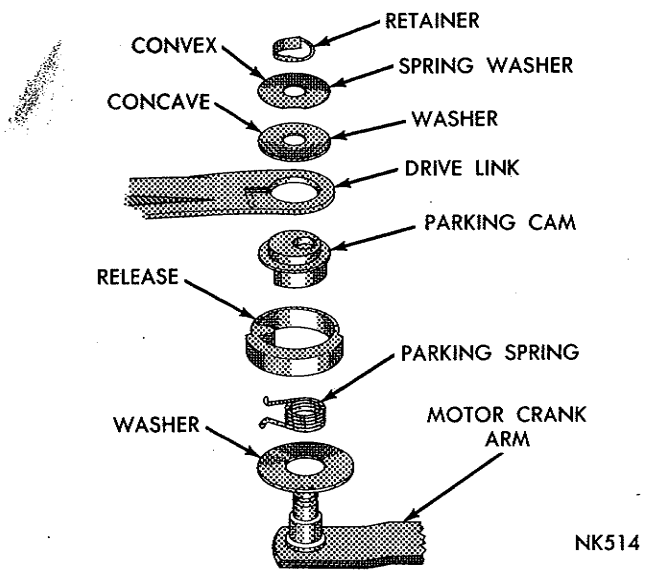

***Fig. 6—Variable Speed Parking Mechanism—Valiant and Barracuda Models***
(4) Install plastic parking cam.
(5) Install drive link on motor crank arm pin making sure parking cam is seated correctly in the opening in drive link. Install convex washer and concave spring washer.
(6) Install retainer on end of motor crank arm pin (Fig. 6).